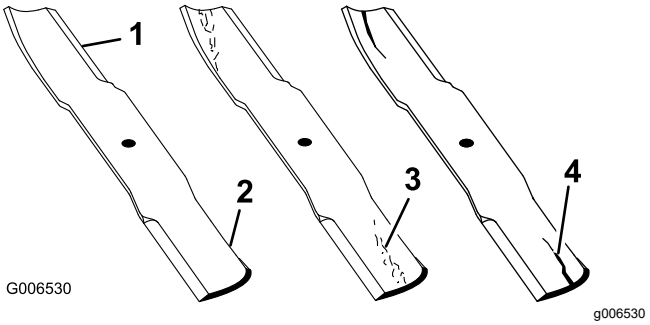

Figur 102
1. Efterse skærekanterne (Figur 102).
4. Hvis skæreknivene er beskadiget eller slidt, eller hvis der er antydning af en revne i dette område, skal der straks monteres nye skæreknive (Figur 102).